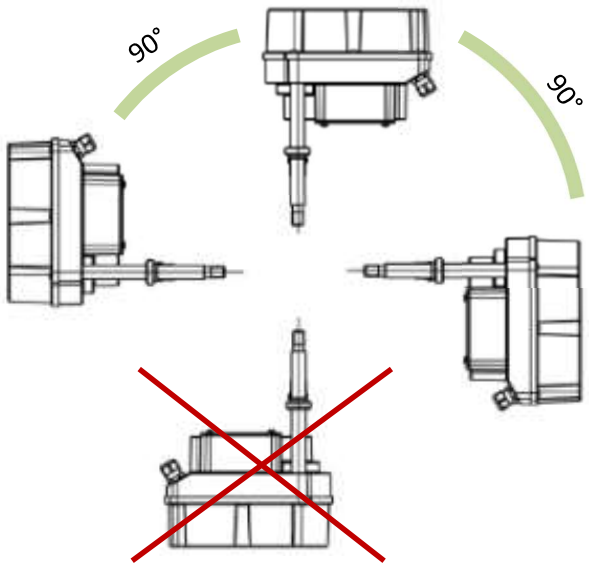

Abbildung 2: Einbaulage
- Die Einbaulage ist beliebig mit Ausnahme „Haube nach unten“ (Abbildung 2).